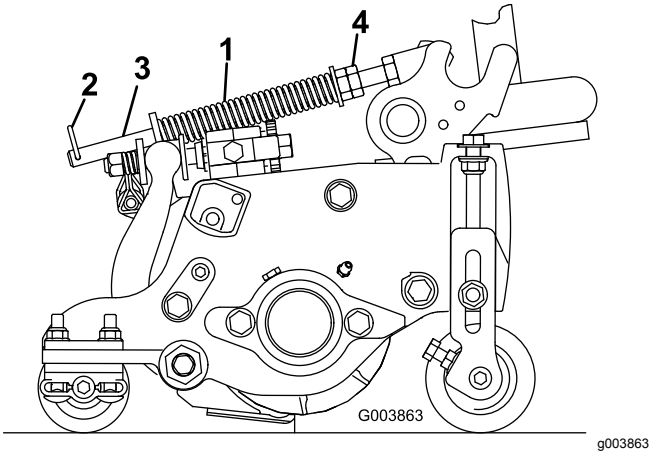

Figur 15
Gräsutjämningsfjädern (Figur 15) överför vikt från den främre till den bakre valsen. Detta hjälper till att minska förekomsten av det vågformade mönster i gräsmattan som kallas för ”ondulering” eller ”bobbing”.
1. Se till att hårnålssprinten sitter i det bakre hålet på fjäderstången (Figur 15).
2. Dra åt sexkantsmuttrarna på fjäderstångens främre ände, tills fjäderns sammanpressade längd är 15,9 cm (Figur 15).